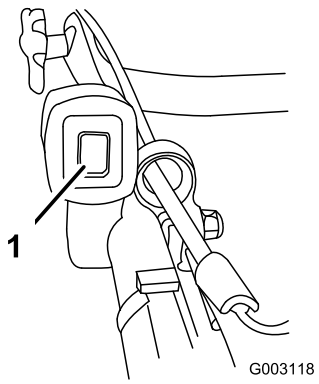

Bild 13
1. Stellen Sie das Zündschloss auf die Stellung Ein (I) (Bild 13).